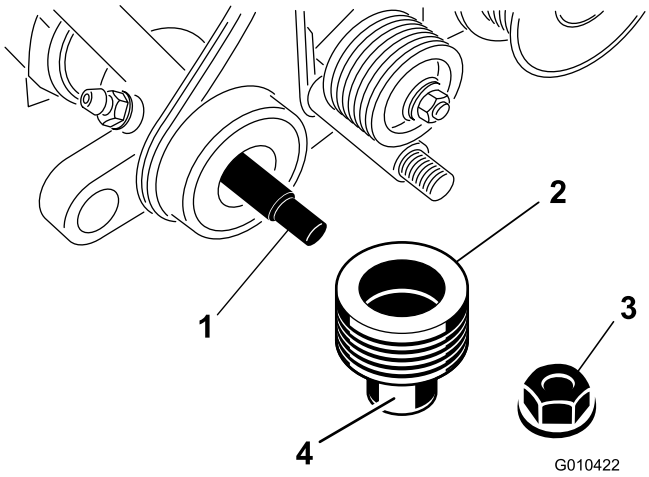

Figur 8
3. Stryk på ett lager fett på drivskivans ytterkant i enlighet med Figur 8.
4. Skjut på skivan på trimsatsaxeln (Figur 8).
5. Fäst skivan på axeln med hjälp av en låsmutter (3/8 tum) i enlighet med Figur 8.